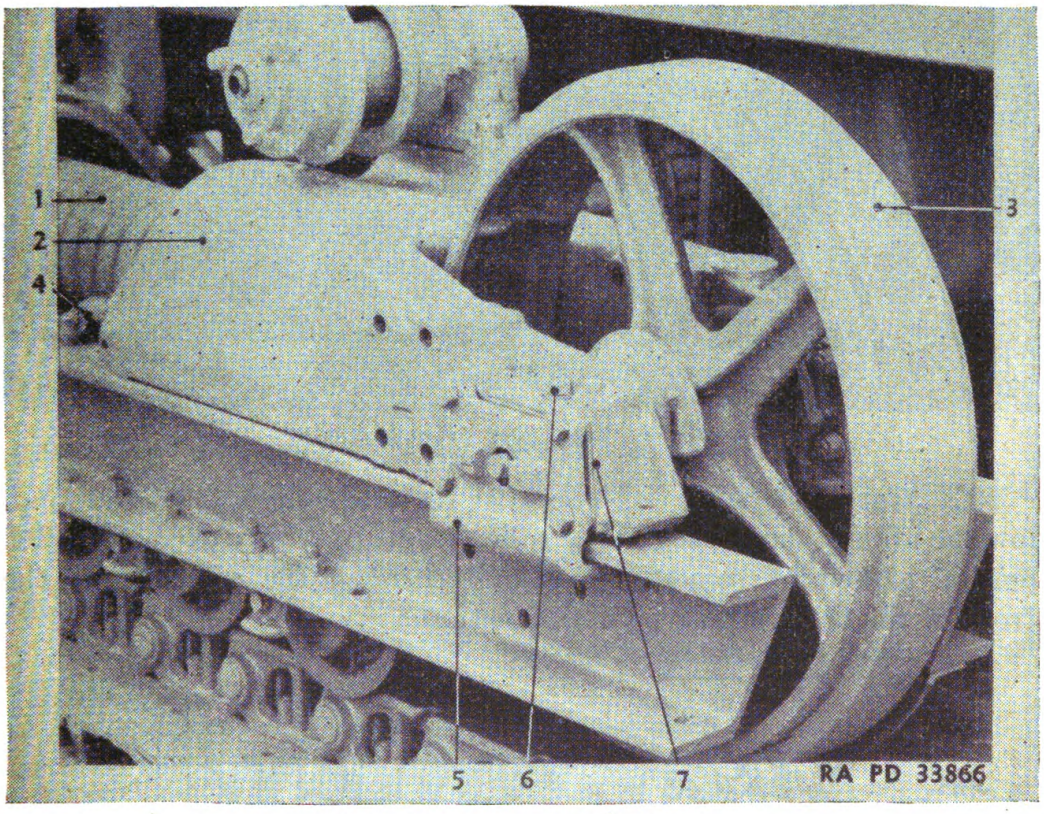
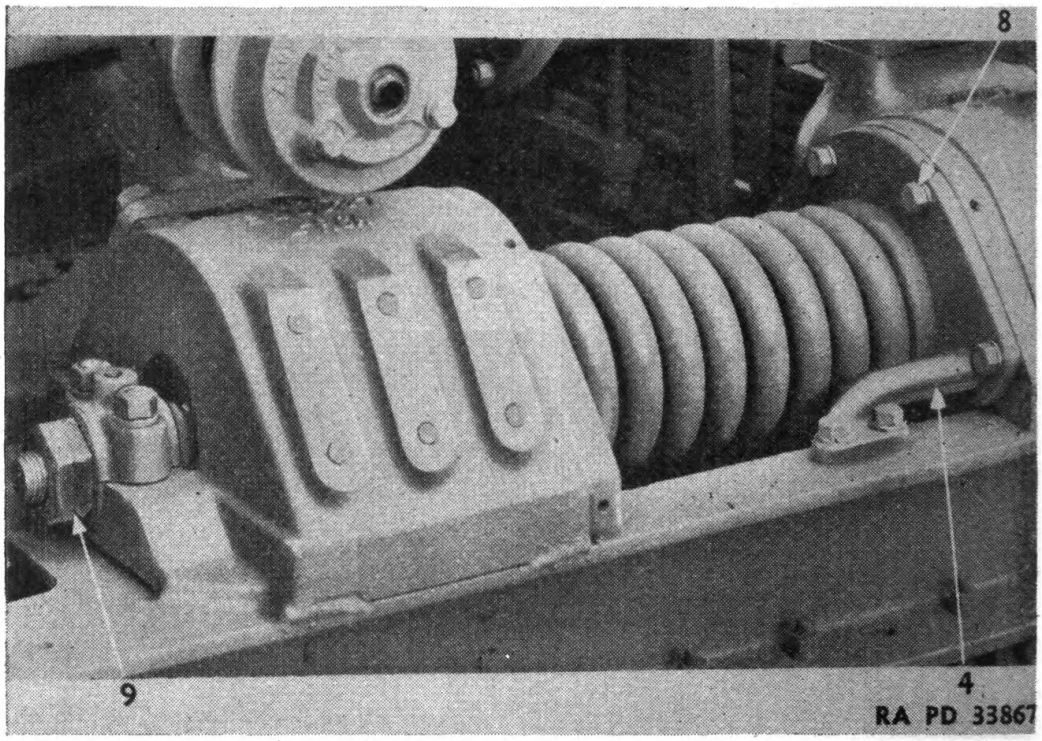
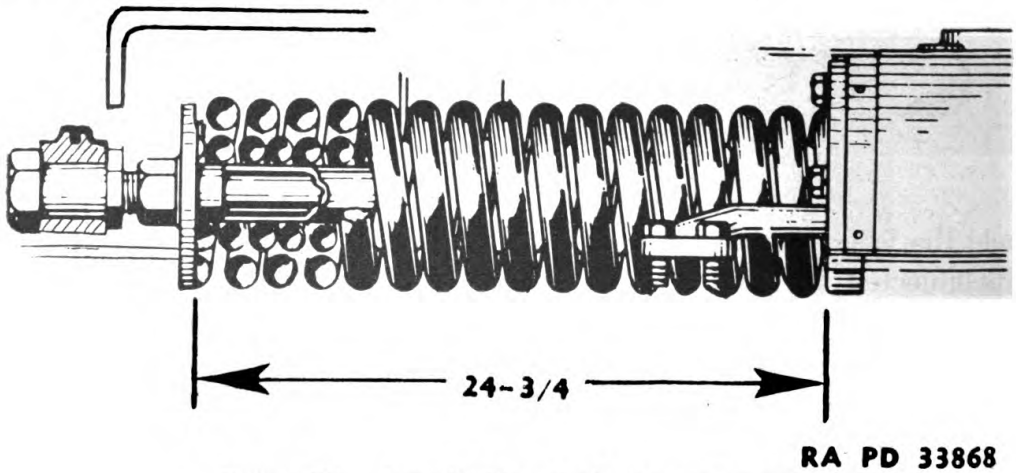

FIGURE 149.—Front idler assembly.
FIGURE 150.—Front idler and yoke removal.
FIGURE 151.—Assembled length of idler recoil spring.
134. General.—The front idler is used to maintain proper tension in the track and to guide the track. Turning adjusting nut (9) (fig. 150) moves recoil spring (1) (fig. 149), idler yoke (2), and idler (3) forward or backward on the roller frame. The idler and yoke move back against the compression of spring (1) when an obstruction is encountered at the front of the track assembly. Guides (4) and (5)
hold the idler yoke in alinement on the roller frame. With the track disconnected and laid out flat, the front idler and yoke can be removed as a unit by taking off guides (4) and (5) and removing capscrews (8) (fig. 150).
135. Bushings, shafts, and thrust washers.—The bushings and shafts can be removed as recommended for track rollers after setscrew (6) (fig. 149) is removed from each end of the idler shaft.
136. Idler yoke.—*a.* The idler yoke should have from ⅛- to 3/16-inch side movement on the roller frame. Amounts in excess should be reduced by removing shims (7) (fig. 149).
b. The assembled length of the spring (fig. 151) from the end of the front coil to the end of the rear coil should be 24¾ inches. This is governed by the nut on the recoil spring bolt ahead of nut (9) (fig. 150).
c. Track adjusting nut (9) does not change the tension of the recoil spring but rather slides the complete spring, yoke and idler.